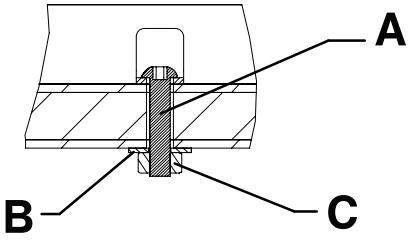
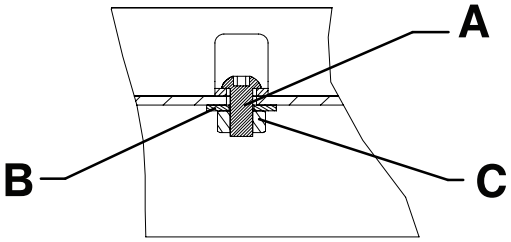

Figura 12 – Guide montate a pavimento – Vista 5A
Figura 13 – Guide montate su piattaforma – Vista 5B
5. Ancorare le guide al pavimento o alla piattaforma utilizzando due viti M8 con testa a bottone (A), due rondelle piatte M8 (B) e due dadi M8 (C) (non forniti) (Figura 12 o Figura 13).